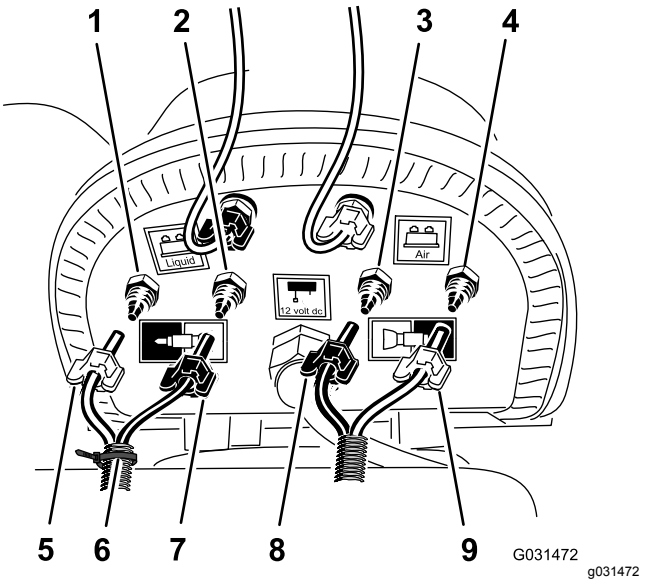

Figur 8
1. Fäst ett kabelband runt de genomskinliga och blå rören för höger sprutrampssektion vid anslutningspanelen på skummarkörssatsens kompressor (Figur 8).
2. Lossa kompressionsmuttrarna på de två blå och två genomskinliga rören till skummunstyckena på vänster och höger sprutrampssektion (Figur 8).
3. Ta bort de fyra rören från kompressionskopplingarna för sprutrampssektionerna (Figur 8).